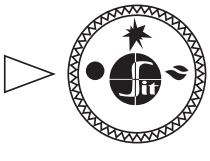

Рис. 8.
7.2. В исходном (выключенном) положении ручка управления находится в положении **«точка»** (рис. 8). Пилотная и основные горелки погашены (подача газа к ним заблокирована).